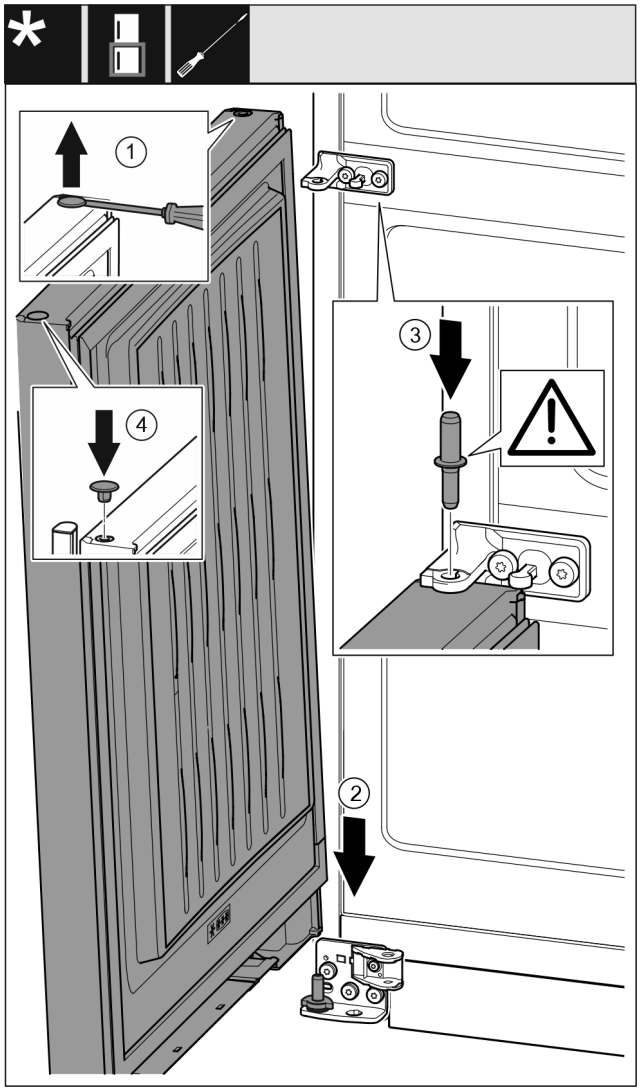

Fig. 57
- ▶ Zátku *Fig. 57 (1)* opatrně nadzvedněte plochým šroubovákem a vytáhněte.
- ▶ Dveře *Fig. 57 (2)* nasaďte shora na dolní ložiskový čep.
- ▶ Prostřední ložiskový čep *Fig. 57 (3)* vložte do dolních dveří přes prostřední stojan ložiska. Přitom dávejte pozor, aby zajišťovací vačka směřovala dozadu.
- ▶ Zátku *Fig. 57 (4)* opět vložte na druhé straně dveří.